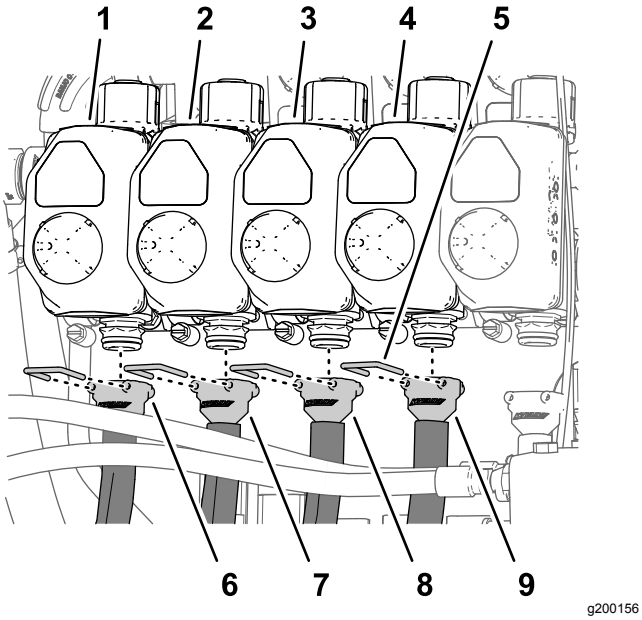
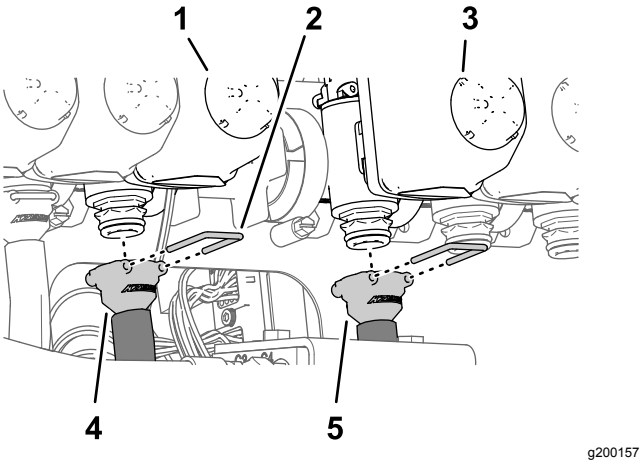

Rysunek 124
Rysunek 125
Informacja: Pozycje zaworów dysz są podane na Rysunek 124 w rozdziale Zamocowanie węży do zaworów dysz o numerach od 1 do 4 (Strona 58), Rysunek 125 w rozdziale Zamocowanie węży do zaworów dysz 5 i 6 (Strona 58) oraz Rysunek 126 w rozdziale Zamocowanie węży do zaworów dysz o numerach od 7 do 10 (Strona 59).
1. Zamocuj złącze proste z występem węża doprowadzającego 279 cm do złącza zaworu dyszy 1 (Rysunek 124).
2. Zamocuj złączkę z występem złącza używając zapinki (Rysunek 124).
3. Zamocuj złącze proste z występem węża doprowadzającego 234 cm do złącza zaworu dyszy 2 (Rysunek 124).
4. Zamocuj złączkę z występem złącza używając zapinki (Rysunek 124).
5. Zamocuj złącze proste z występem węża doprowadzającego 188 cm do złącza zaworu dyszy 3 (Rysunek 124).
6. Zamocuj złączkę z występem złącza używając zapinki (Rysunek 124).
7. Zamocuj złącze proste z występem węża doprowadzającego 188 cm do złącza zaworu dyszy 4 (Rysunek 124).
8. Zamocuj złączkę z występem złącza używając zapinki (Rysunek 124).
1. Zamocuj złącze proste z występem węża doprowadzającego 81 cm do złącza zaworu dyszy 5 (Rysunek 125).
2. Zamocuj złączkę z występem złącza używając zapinki (Rysunek 125).
3. Zamocuj złącze proste z występem węża doprowadzającego 81 cm do złącza zaworu dyszy 6 (Rysunek 125).
4. Zamocuj złączkę z występem złącza używając zapinki (Rysunek 125).